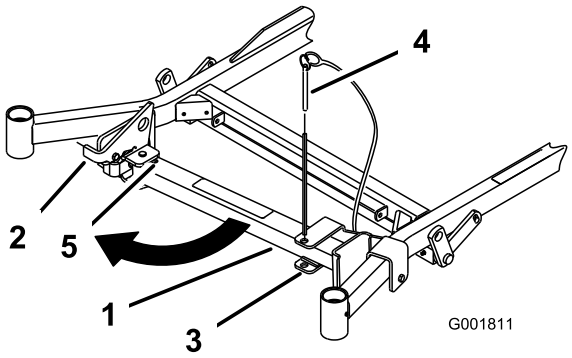
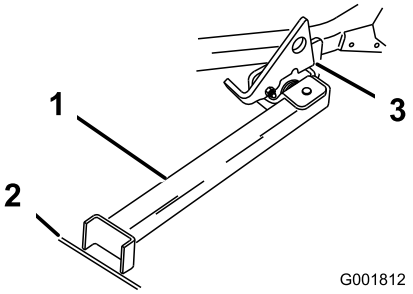

Figur 34
Figur 35
2. Ta bort fästpinnen (Figur 34).
3. Höj spärrhaken. För stativets fot utåt och skjut stativet mot maskinen, in i spårets botten (Figur 34 och Figur 35).
6. Sätt stativets fot på marken och låt spärrhaken vila på den vridbara fliken (Figur 35).
Obs: För bästa resultat ska du sätta stativfoten i fåror på underlaget eller sticka ned den i gräsmattan (Figur 35).
8. Kör upp på stativet. Stanna när spärrhaken faller ned över fliken i det låsta läget (Figur 35). När maskinen står på stativet lägger du i parkeringsbromsen och stänger av motorn.
7. Återställ stativet till viloläget (Figur 34).